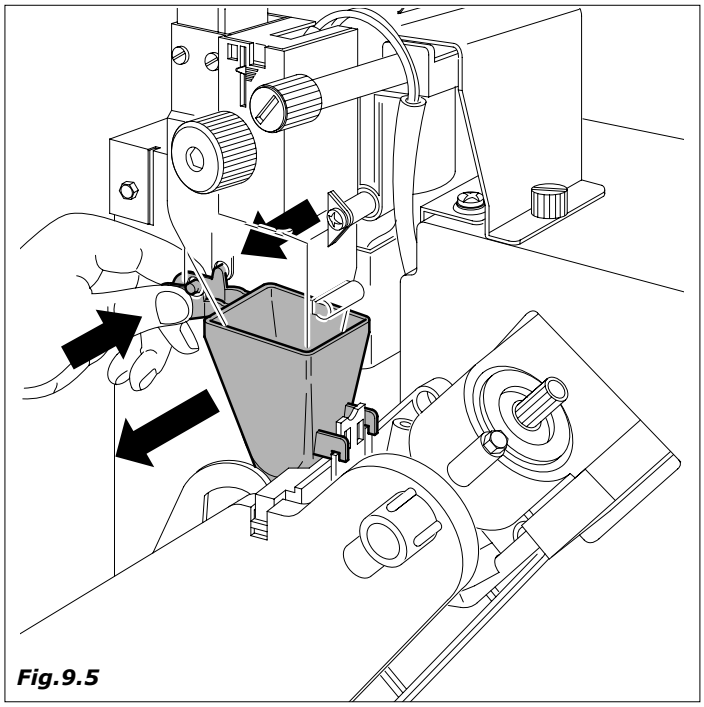

Fig.9.5
– tubo de escorregamento e conduto café *(Fig.9.5)*